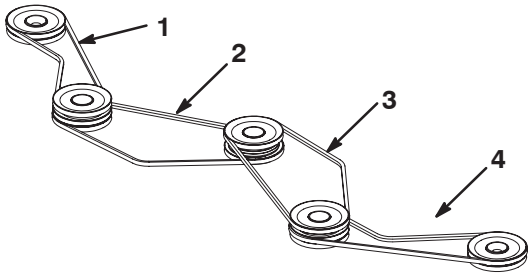

Figuur 69
7. Indien nodig moet u de riem(en) vervangen. Monteer de poelies zoals wordt getoond in Figuur 69.